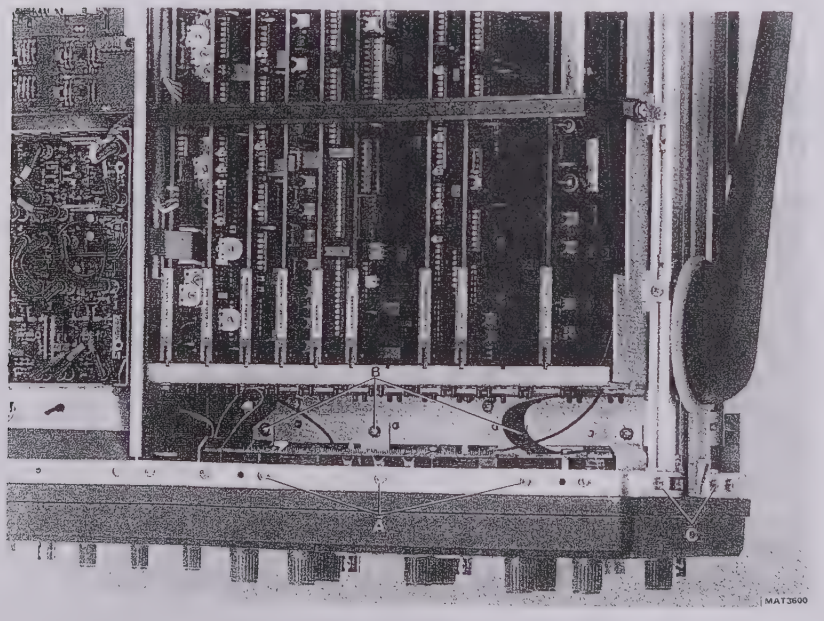

Figure 10.6 Removing the front unit.
- Remove 3 screws marked with A (see figure 10.6).